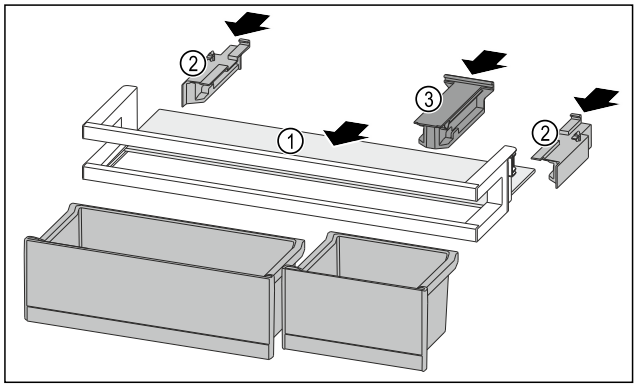

Fig. 151
- ▶ Tolja be a tárolólapot *Fig. 151 (1)* az oldalsó bemarásokba.
- ▶ Helyezze be az oldalsó részeket *Fig. 151 (2)*.
- ▶ Helyezze be a tartóelemet *Fig. 151 (3)*.